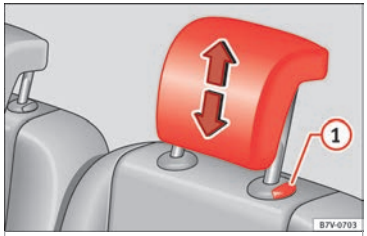

Bild 153 Montera nackskydden på andra eller tredje sätesraden
- Dra ut nackskyddet ››› bild 153 (1) samtidigt som du håller knappen helt intryckt